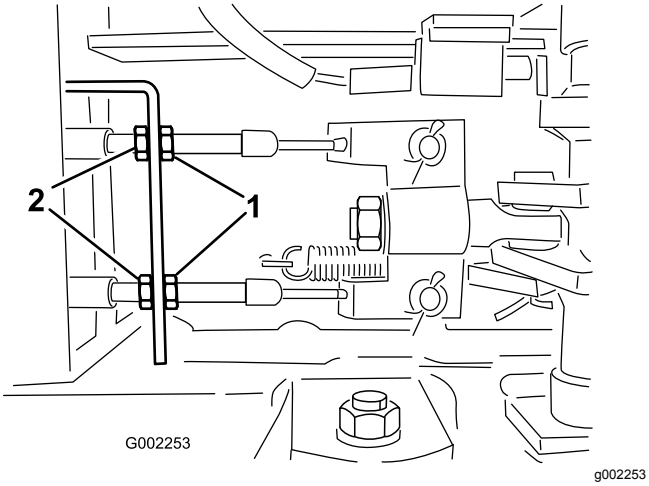

Рисунок 87
5. Закройте сливной клапан (Рисунок 87).
5. Ослабьте передние гайки на тормозных тросах под передним концом опрыскивателя (Рисунок 87).
6. Равномерно затягивайте задние гайки до тех пор, пока педаль тормоза не будет перемещаться в пределах от 1 до 2 см до ощущения сопротивления (Рисунок 87).